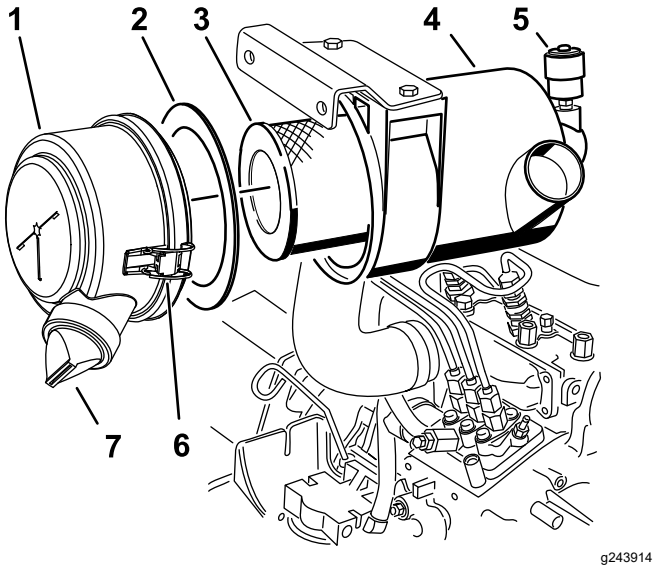

Figur 32
3. Serva luftrenarfiltret (Figur 32).